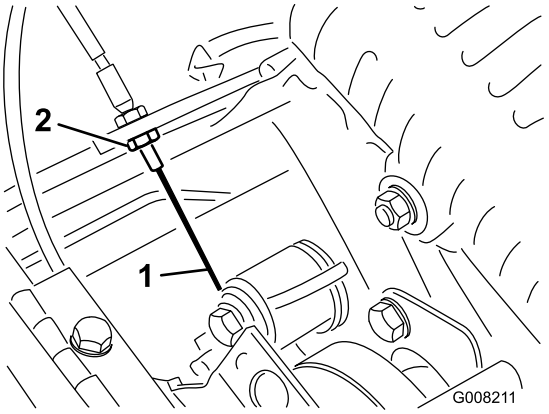

Bild 36
3. Wenn Sie die Zugspannung erhöhen möchten, lösen Sie die Klemmmutter des vorderen Zugs und ziehen Sie die Klemmmutter des hinteren Zugs an (Bild 36), bis eine Kraft von 3,2 bis 4,1 kg benötigt wird, um den Fahrantrieb zu aktivieren. Messen Sie die Kraft am Handrad.